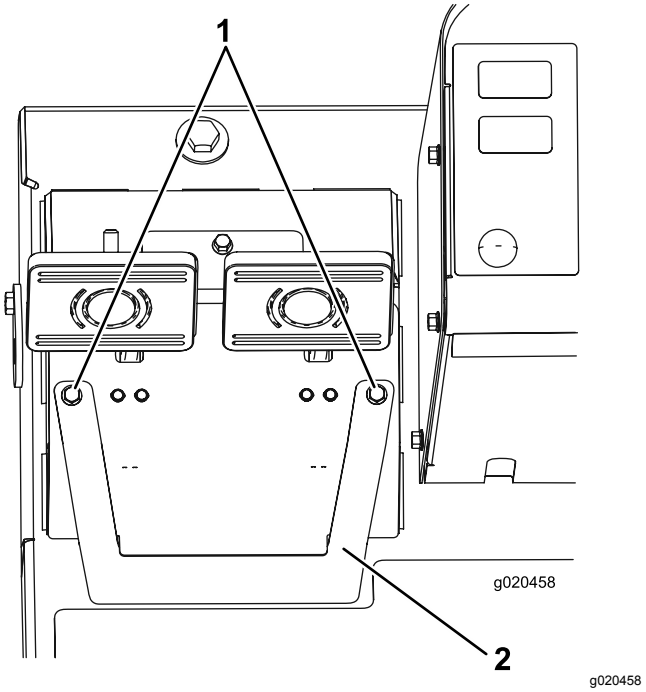

Figuur 91
A. Zet de 2 bevestigingsschroeven los en verwijder de afstelplaat van de rem (Figuur 91).